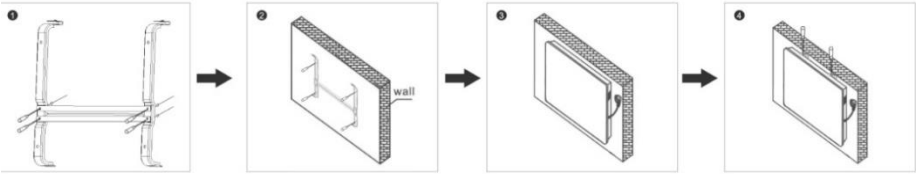

Fig. 2 Wandmontage
3. Monteer de beugel aan de wand met behulp van de meegeleverde wandbevestigingskit. Boor gaten met de vereiste diameter overeenkomstig de bevestigingsmarkeringen, breng de pluggen aan, bevestig de beugel en draai de schroeven vast, waardoor de beugel aan de wand wordt bevestigd (**Fig. 2, p. 1,2**)
4. Hang het apparaat aan de beugel door de beugel uit te lijnen met de gaten aan de achterkant van het apparaat (**Fig. 2, p. 3**)
5. Draai de schroeven aan de bovenkant van de beugel vast om de convector te bevestigen (**Fig. 2, p. 4**)